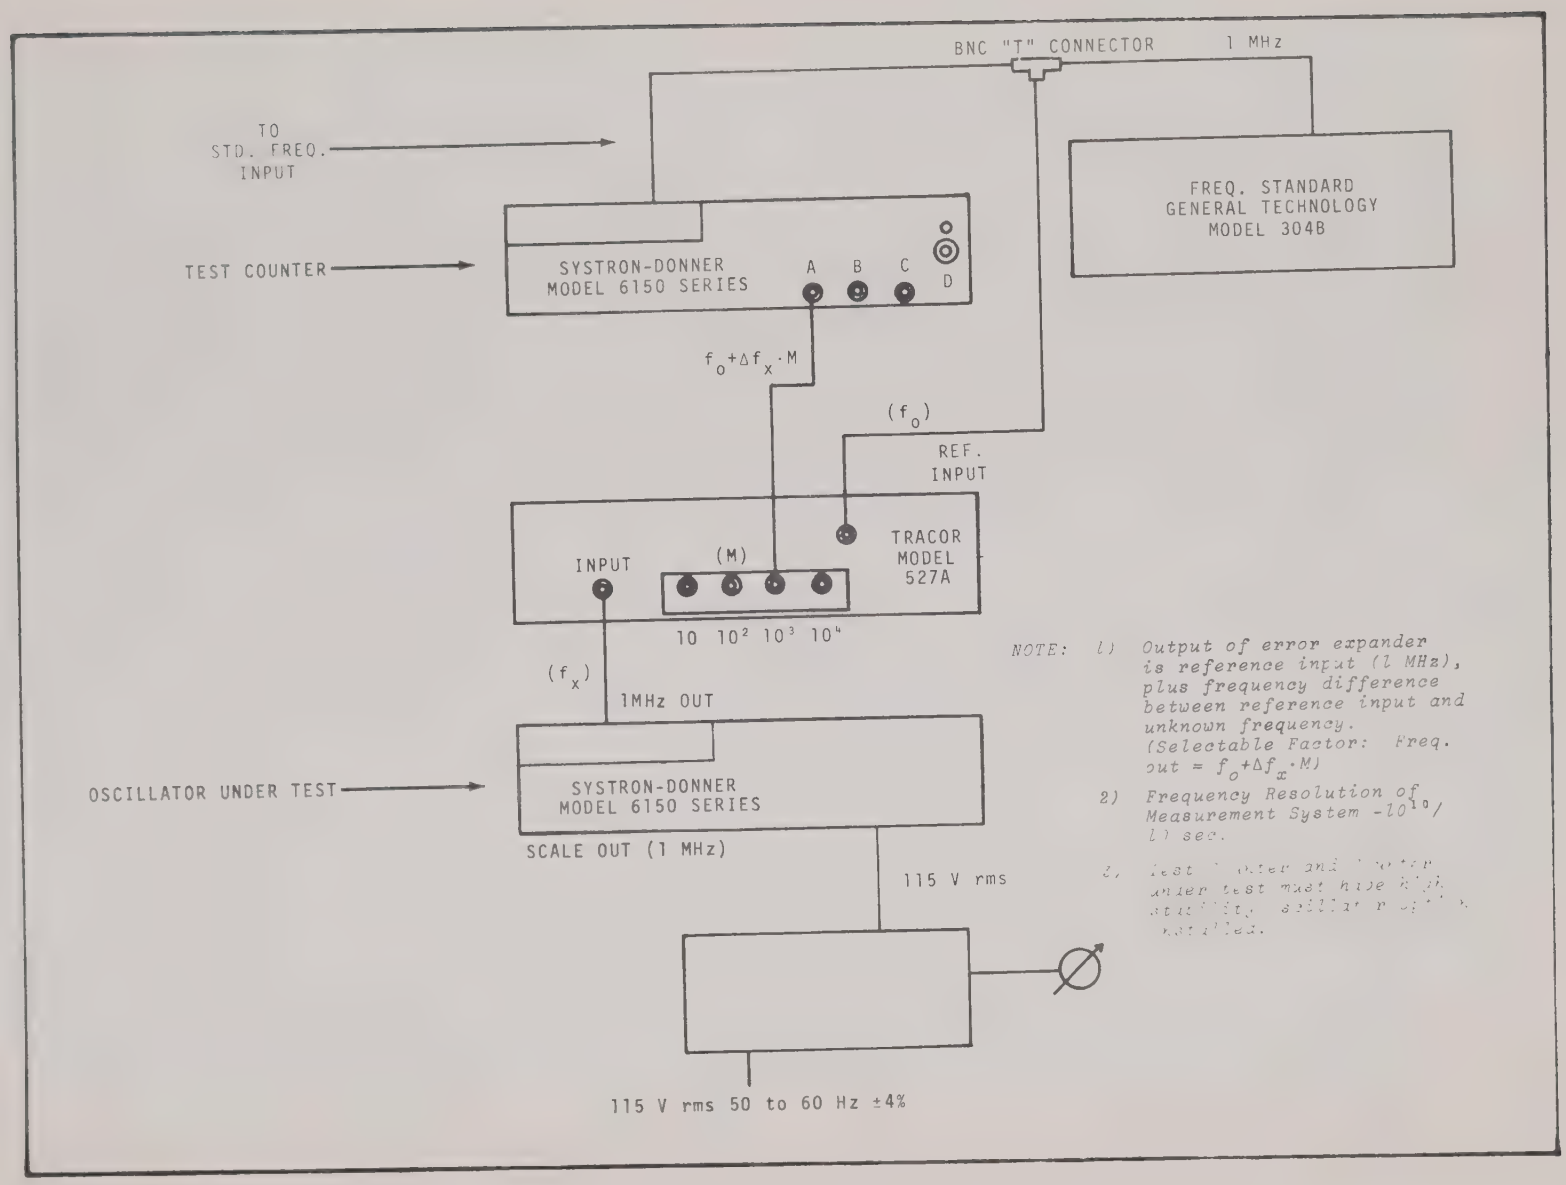

FIGURE A10.1 TIME BASE TEMPERATURE STABILITY CHECK
a. Connect the measurement system as shown in Figure A10.1 set the counter controls as follows: